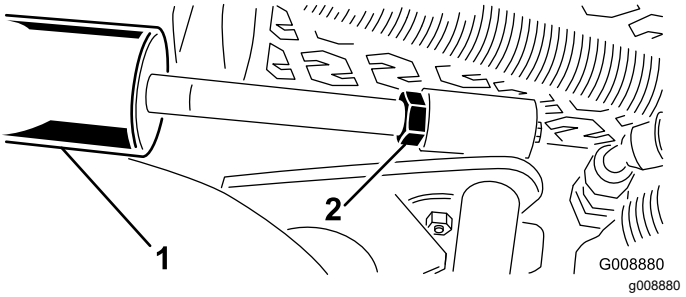

**Figur 31**
1. Lossa lyftcylinderns kontramutter (Figur 31).